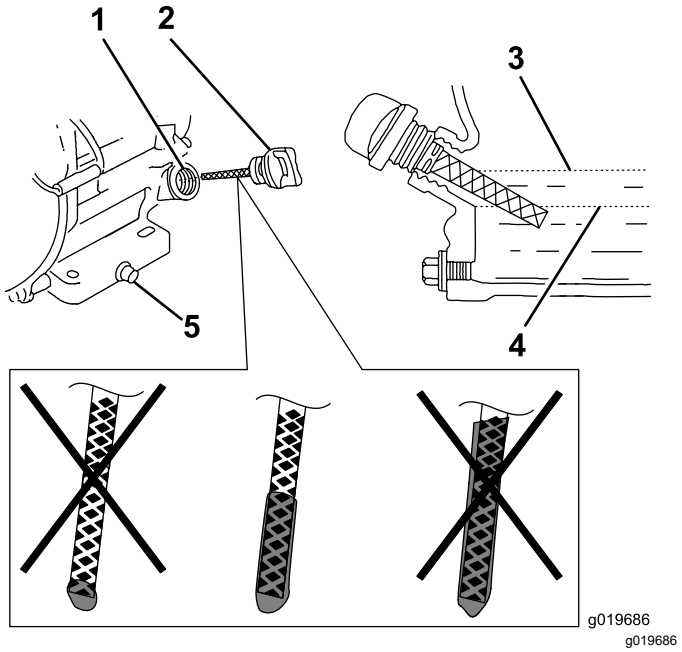

**Figure 26**
6. Ressortez la jauge et contrôlez le niveau d'huile moteur (Figure 26).